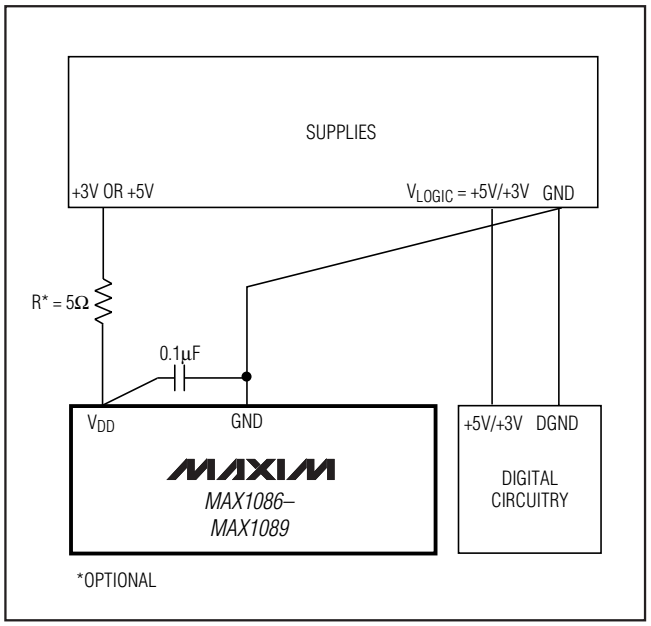

Figure 11. Power-Supply and Grounding Connections
For best performance, use printed circuit (PC) boards. Wire-wrap configurations are not recommended since the layout should ensure proper separation of analog and digital traces. Do not run analog and digital lines parallel to each other, and do not lay out digital signal paths underneath the ADC package. Use separate analog and digital PC board ground sections with only one starpoint (Figure 11), connecting the two ground systems (analog and digital). For lowest-noise operation, ensure the ground return to the star ground's power supply is low impedance and as short as possible. Route digital signals far away from sensitive analog and reference inputs.